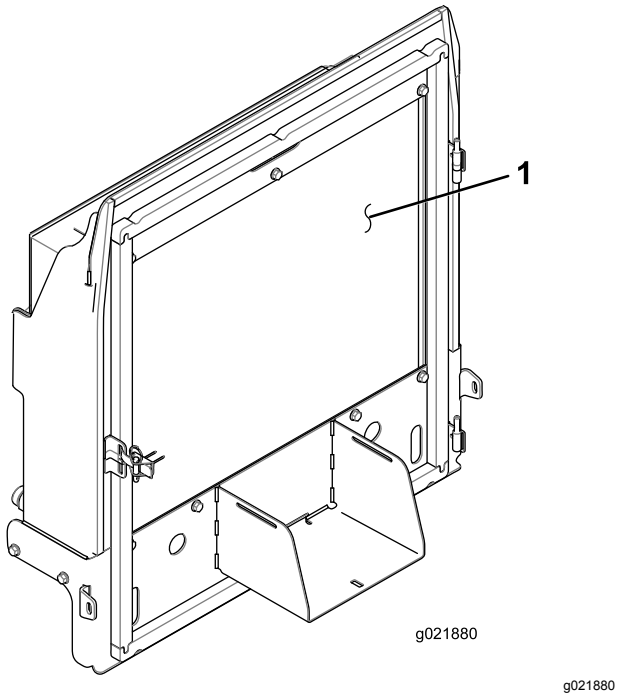

Figuur 83
4. Reinig beide zijden van de radiateur/oliekoeler grondig Figuur 83) met perslucht.